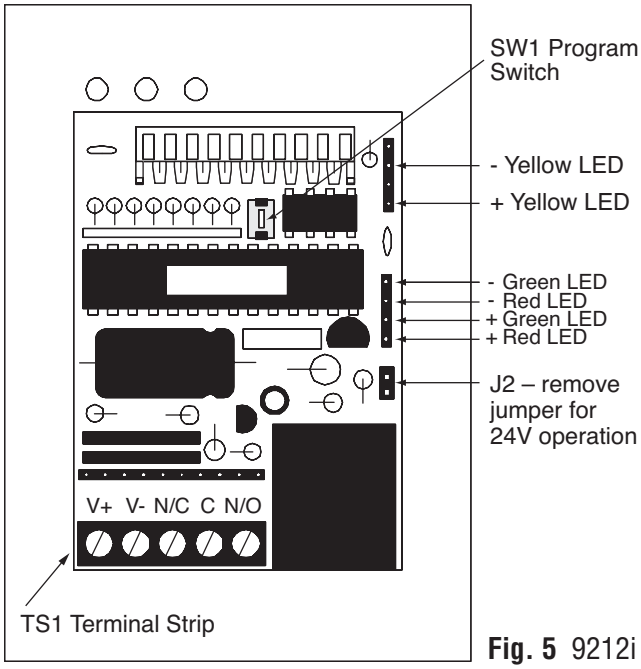

Fig. 5 9212i Circuit Board
- If the master code is forgotten or does not seem to be working, momentarily push SW1 on the circuit board, (see Fig. 5 for location) to enter programming mode and follow step two from above to program a new master code.
1. If the master code is forgotten or does not seem to be working, momentarily push SW1 on the circuit board, (see Fig. 5 for location) to enter programming mode and follow step two from above to program a new master code.